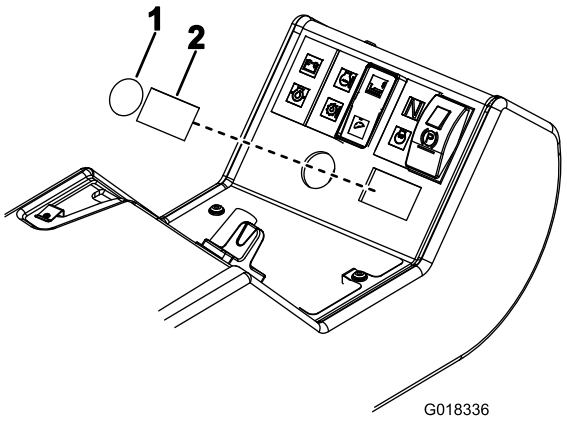

**図 17**
8. コントロールパネルについている丸いプラグと、その隣にある四角いプラグを打ち抜く（図 17）。